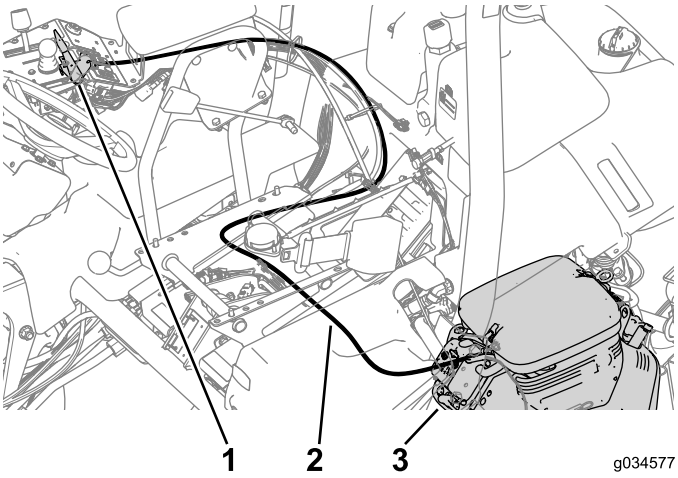

図 18
1. 新しいチョークケーブルを取り付ける。元のルート通りに配設し、ケーブルタイで機体に固定する図 18。
2. エンジンのチョークコントロールにケーブルを取り付ける図 18。